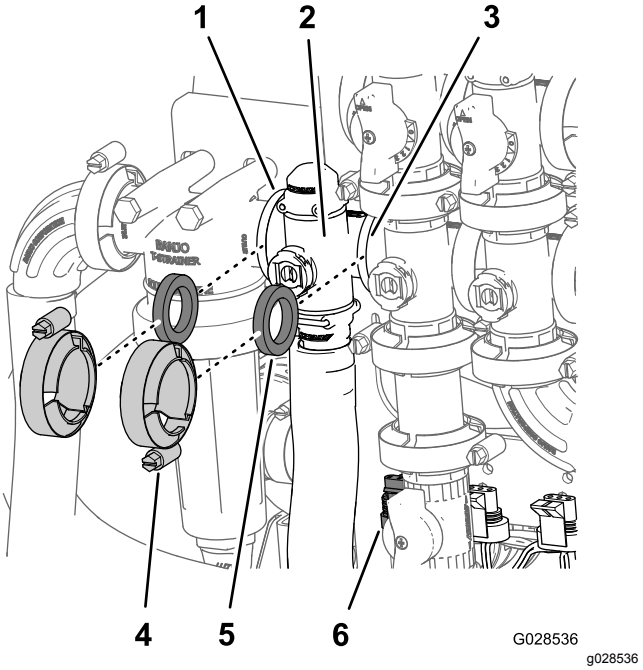

Figur 88
1. Ta bort klämmorna och packningarna som håller fast sprutmängdsventilens grenrör (Figur 88).